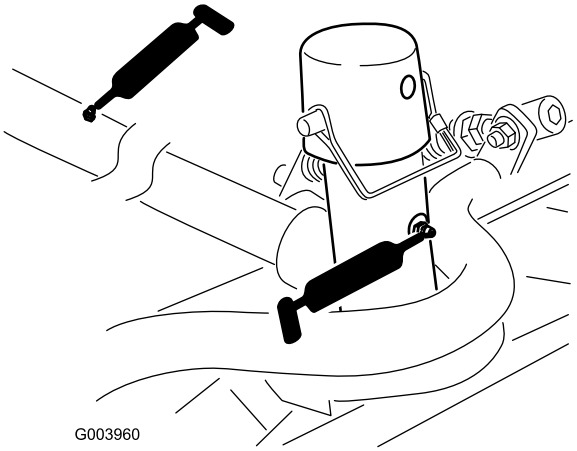

Figur 45
- Klippeenhedernes bæreramme og drejetap (2 hver) (Figur 45)